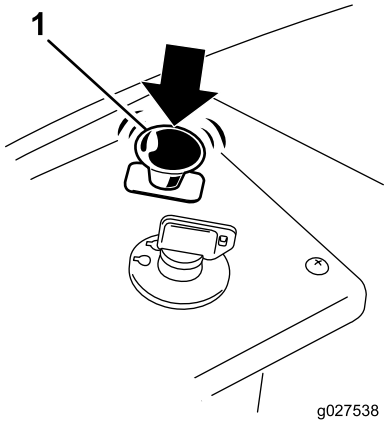

Figur 14
1. Udkobl skæreknivene ved at flytte kontakten til regulering af skæreknive til positionen Fra (Figur 14).